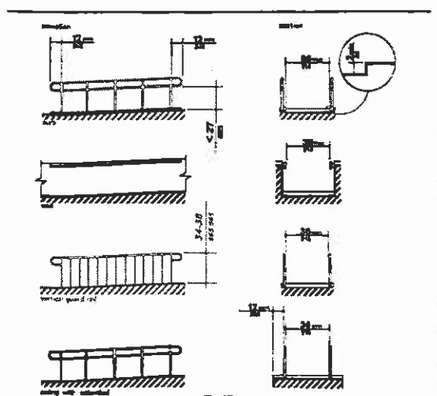

Fig. 17
(1) Handrails shall be provided along both sides of ramp segments. The inside handrail on switchback or dogleg ramps shall always be continuous.
(2) If handrails are not continuous, they shall extend at least 12 in (305 mm) beyond the top and bottom of the ramp segment and shall be parallel with the floor or ground surface (see Fig. 17).
(3) The clear space between the handrail and the wall shall be 1 - 1/2 in (38 mm).
(4) Gripping surfaces shall be continuous.
4.8.9 Edge Protection. Ramps and landings with drop-offs shall have curbs, walls, railings, or projecting surfaces that prevent people from slipping off the ramp. Curbs shall be a minimum of 3 in (50 mm) high (see Fig. 17).